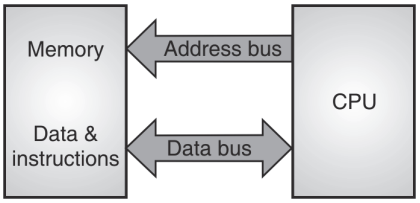

Fig. 1.1.1 : Von Neumann memory organization
- One such example of Von Neumann and Harvard's memory organization is shown in the Fig. 1.1.1. Von Neumann's memory organization has all code, data and stack in a single memory, while the Harvard's memory organization has them in separate memories.